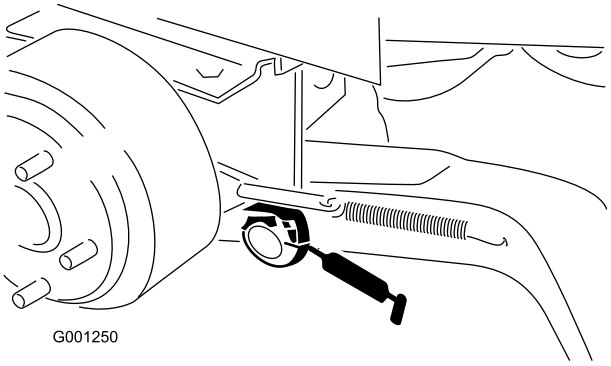

Figur 38
- Lyftarmens svängbussningar (Figur 38)